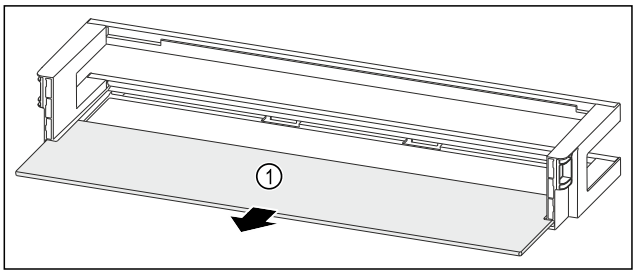

Fig. 207 Balconnet de contre-porte avec tablette de rangement
- ▶ Retirer la tablette de rangement *Fig. 207 (1)*.